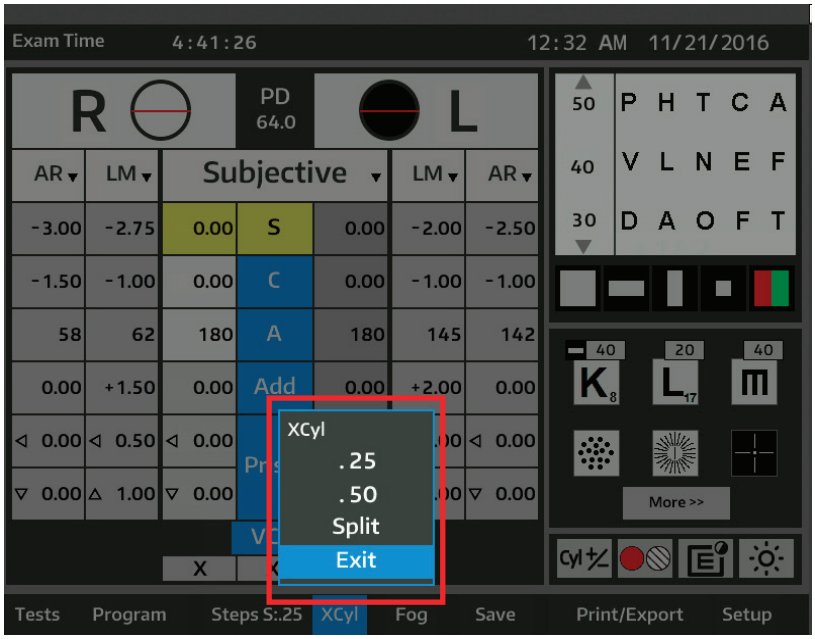

Figure IU-12 Cross-Cylinder Screen
2. A pop up will appear with three available testing modes: .25, .50 or Split. Refer to Figure IU-12.